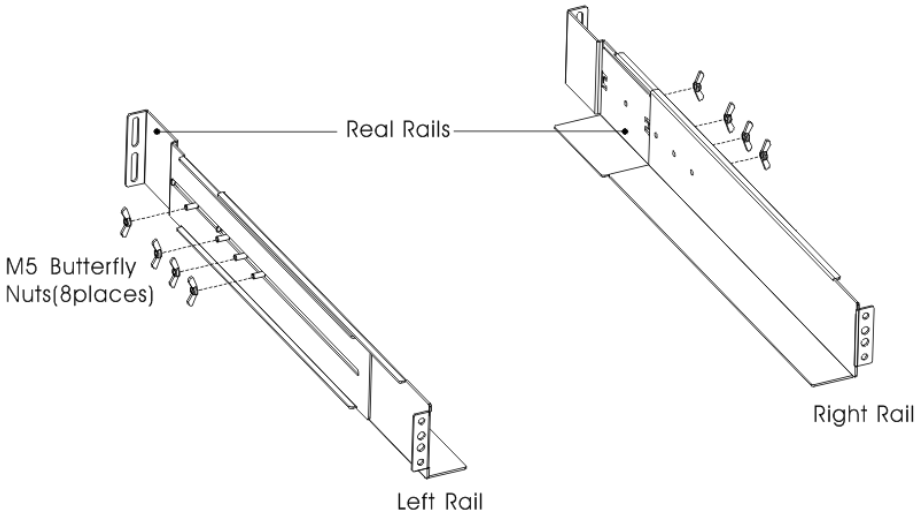

FIG.3 Securing the Rails
1. Assemble the left and right rails to the rear rails as shown in FIG.3.Do not tighten the screws. Adjust each rail size for the depth of your rack.
3. Tighten four M5 Umbrella Nuts in the side of rail assembly (see FIG. 3).